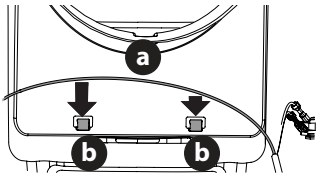

Fig. 12
4. Placez le faisceau du phare (a) entre les deux guides (b) sur le devant du déflecteur (Fig. 12).